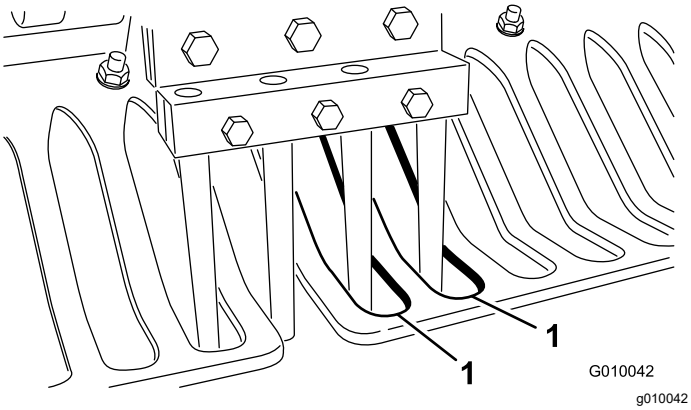

**Figure 26**
7. Check that the tines line up with the center of the gaps in the turf guards (Figure 26). Adjust the turf guards as required and tighten the nuts.